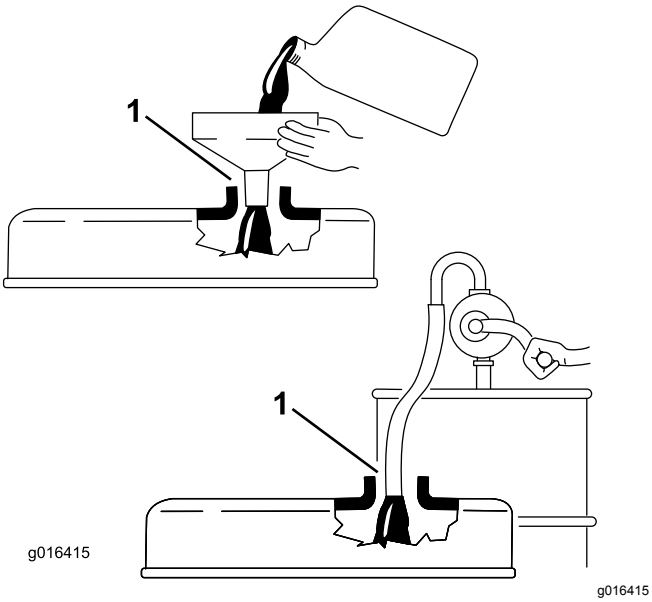

**Rysunek 21**
***Ważne:*** **Podczas uzupełniania oleju silnikowego wskaźnik poziomu musi być usunięty. Podczas uzupełniania oleju silnikowego lub napełniania skrzyni korbowej olejem pomiędzy urządzeniem napełniającym olej a otworem wlewowym w pokrywie zaworu *musi występować* wolna przestrzeń, jak pokazano na Rysunek 21. Ta wolna przestrzeń jest konieczna do usuwania powietrza podczas nalewania i uniemożliwienia przelania się oleju do odpowietrznika.**